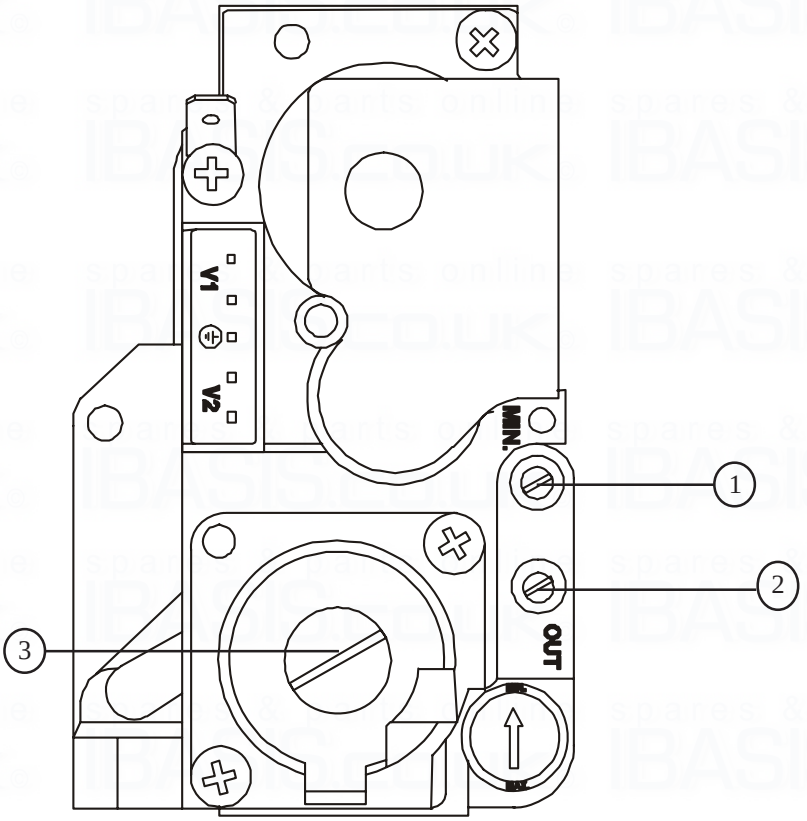

Fig. 8
6.4.1 Loosen the screw on the outlet pressure test point and fit a pressure test gauge (see Fig. 8)
8.3.1 Loosen the screw on the outlet pressure test point and fit a pressure test gauge (see Fig. 8)